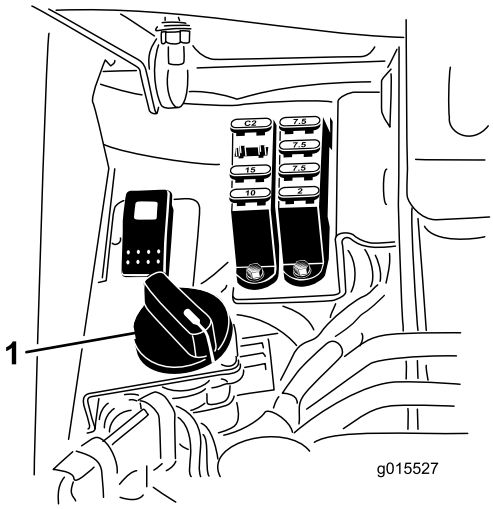

Figur 41
4. Ställ in cylinderhastigheten genom att vrida reglaget (Figur 41) tills indikatorpilarna ligger i linje med det nummer som markerar önskad inställning.